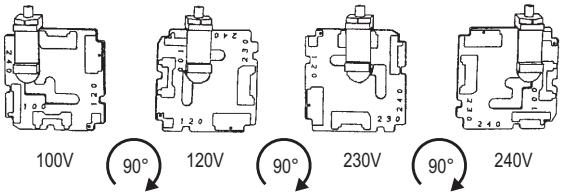

Figure 5. Orientation de la carte de sélection de tension.
- Orientez la carte de sélection pour pouvoir lire la tension d'entrée désirée, dans le bas, comme illustré à la figure 5. Ensuite, déplacez la cheville indicatrice pour qu'elle pointe vers le HAUT, à l'opposé de la tension indiquée. Insérez la cheville dans l'encoche située sur le bord du circuit.